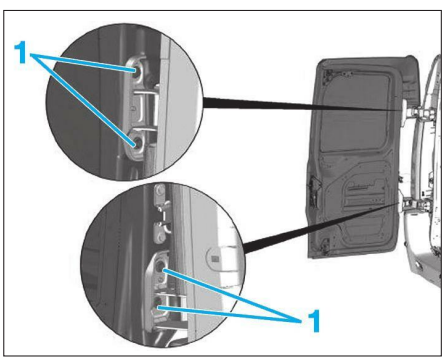

**Fig. 101**
- Desserrer les vis (1) de charnière sur carrosserie **(Fig.101)**.
- Serrer les vis (1) de charnière sur carrosserie.